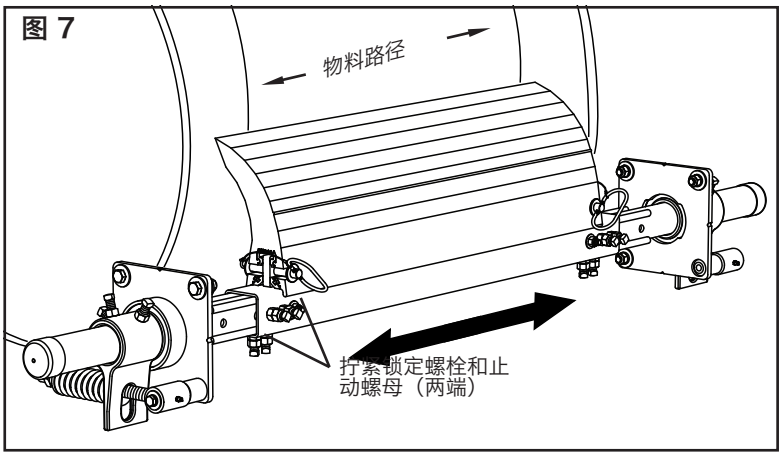

图 7
7. **将刮刀置于输送带中部。**滑动固定杆直到刮刀居中或覆盖输送带的物料路径（图 7）。**注意：**刮刀标准覆盖宽度为输送带宽度减 150mm (6")。如果需要较窄的刮刀覆盖宽度，可更换为其他物料路径选项。
8. **锁紧中部固定杆上的延长杆。**拧紧中部固定杆两端的两颗锁定螺栓和止动螺母（图 7）。